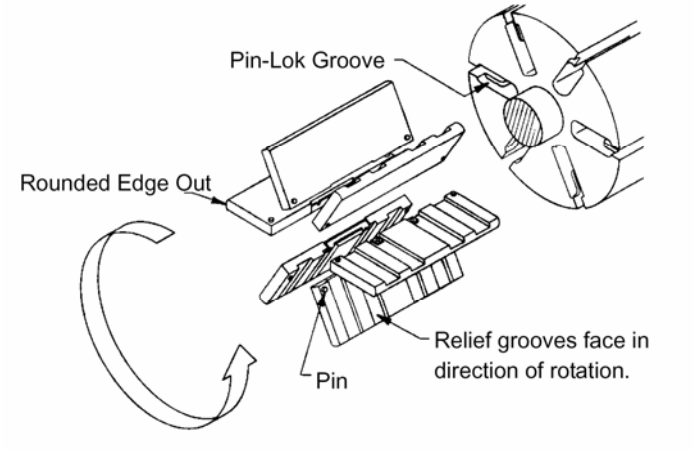

Figure 5 – Vane Installation
5. Install a new vane, ensuring that the rounded edge is UP, and the relief grooves are facing towards the direction of rotation. See Figure 5.
5. Remove the vanes (14) and push rods (77) from the rotor and shaft assembly. Inspect for wear and damage, and replace as follows:
a. Insert the three push rods (77) into the rotor.
6. Insert the vanes into the rotor slots with the relief grooves facing in the direction of pump rotation, and with the rounded edges outward. See Figure 5. Using a hoist, install the disc in the casing with the smooth side of the disc towards the casing (seal cavity outward) and the pressure relief hole towards the bottom of the casing (6 o'clock position).
7. Install a new head O-ring (72).
f. Hand pack the ball bearing (24) with grease. Refer to the "Lubrication" section for the recommended grease. Install the bearing into the recess of the head.
g. Inspect the grease seal (104) for wear or damage and replace as required. Grease the outside diameter of the grease seal and push it into the inboard bearing cover (27A) with the lip of the seal outward.
h. Attach bearing cover (27A) and gasket (26) to head. Make sure the grease fittings (76) on the bearing covers are accessible. Install and torque the bearing cover capscrews (28) as indicated in the "Torque Table".